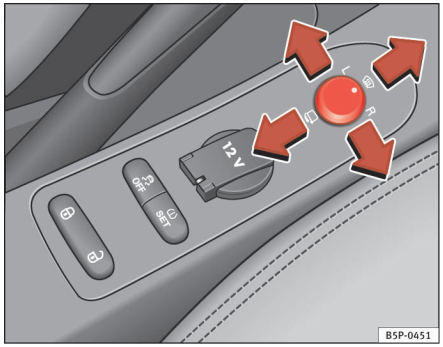

Fig. 86 Knap til indstilling af sidespejle
1. Drej knappen ⇒ fig. 86 til position **L** (**venstre sidespejl**).
– Drej knappen fremad i midterste position ⇒ fig. 86 (1), så elopvarmningen af sidespejlene og forruden* i området ved viskerbladenes hvilestilling bliver tilsluttet ⇒ side 117.
– Drej knappen ⇒ fig. 86 til position for at klappe sidespejlene ind. For at undgå skader skal du altid klappe sidespejlene ind, når du kører din bil i et automatisk vaskeanlæg.